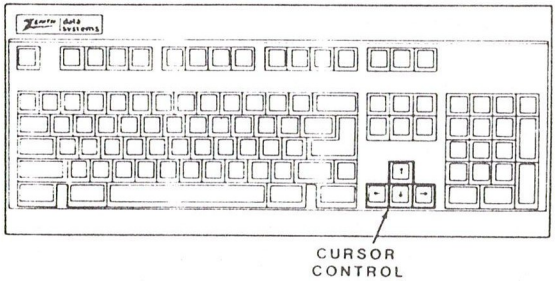

Figure 1-10. The Cursor Control Keys
4. Your computer is factory-set to automatically adjust the clock for Daylight Savings Time. You can disable this feature by using the cursor control (arrow) keys to move the highlight to the DST (Daylight Savings Time) field. Figure 1-10 shows the location of the cursor control keys.